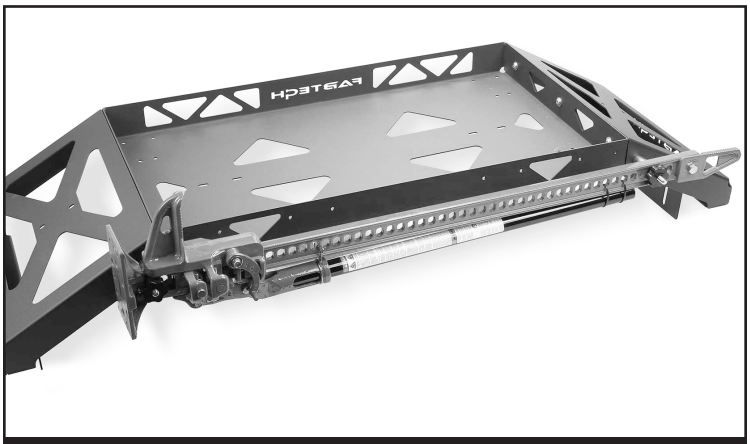

FIGURE 5 - STEP 4
4. Install your HI-Lift Jack (Not Supplied) to the bed rack. Use FT30290 (Sleeve .520” long) on the driver side & outside of the jack then install both FT50826 (Knob) to threaded bolts to secure the jack to the bed rack. **SEE FIGURE 5**